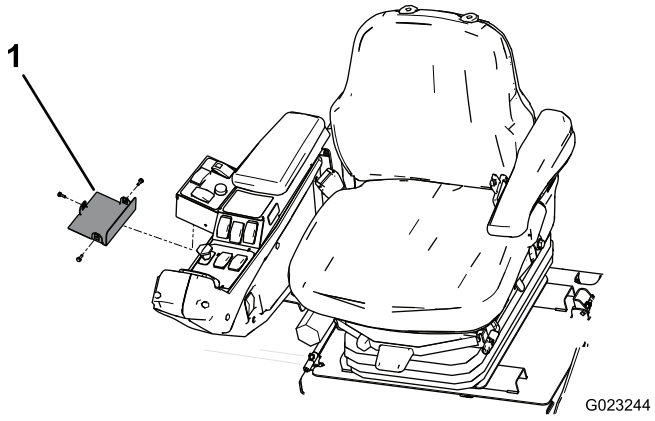

Figur 34
9. Monter kontaktpanelets indkapslingsdæksel på kontaktpanelets indkapsling med 3 skruer (nr. 10 x ½ tomme) som vist i Figur 34.